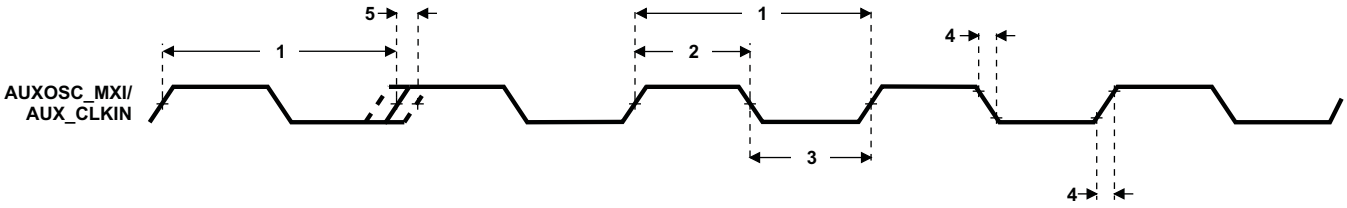

Figure 7-14. AUX_MXI/AUX_CLKIN Timing
Table 7-15. Timing Requirements for AUX_MXI/AUX_CLKIN (1) (2) (see Figure 7-14)